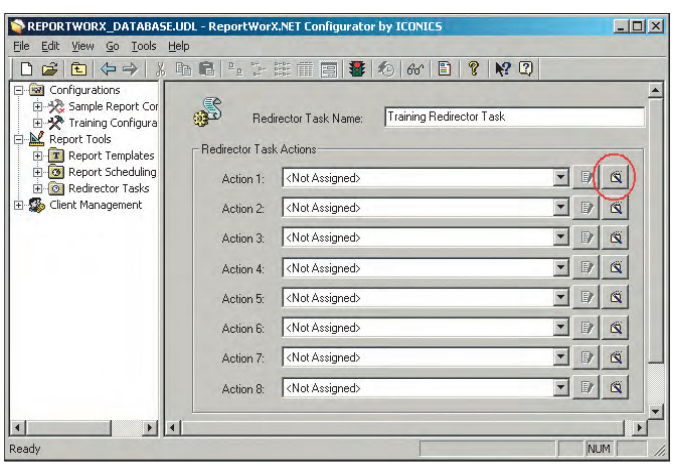
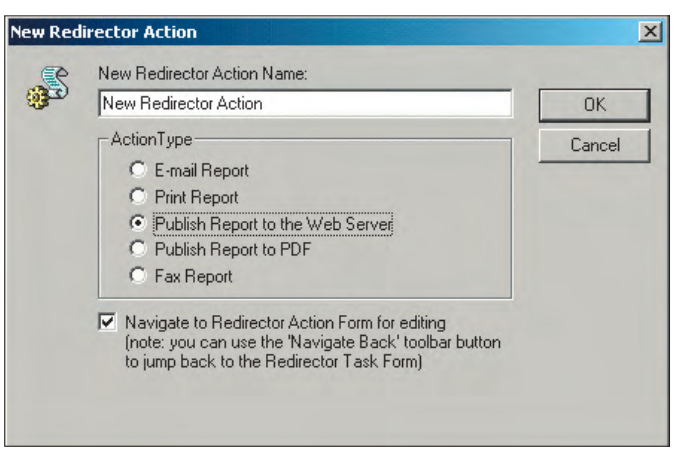

Рис. 25. Действия перенаправления отчётов
Рис. 26. Создание нового действия по направлению отчётов
3. На экран будет выведено окно, показанное на рис. 25, позволяющее настроить до восьми различных действий перенаправления отчётов на различные устройства.
1. Нажмите кнопку (Create New Task Action), расположенную справа от поля **Action 1** (Действие 1), как показано на рис. 25. При этом на экран будет выведено окно, показанное на рис. 26.